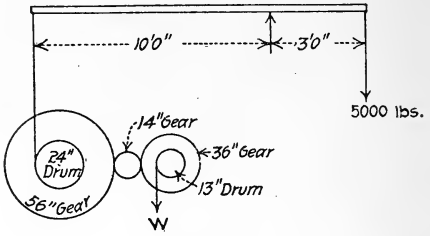

Fig. 4.
10. What weight "W" is necessary to balance the load of 5 000 lb. (Fig. 4)?